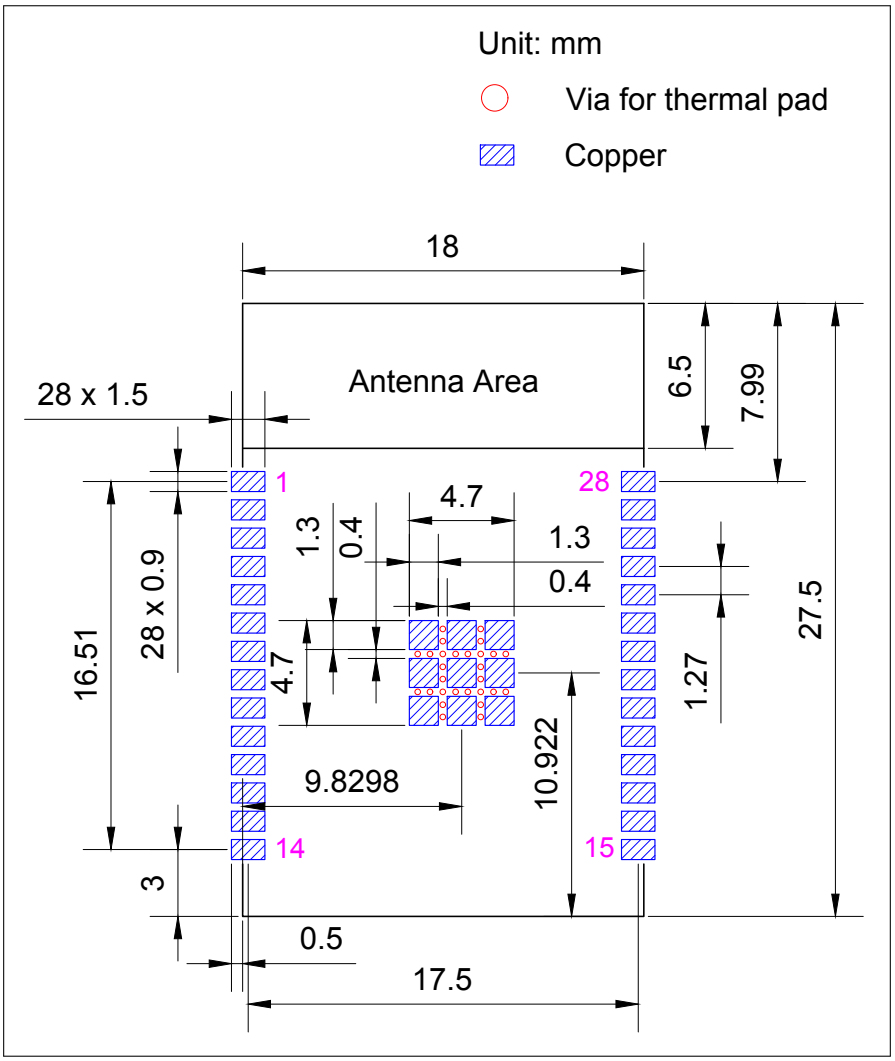
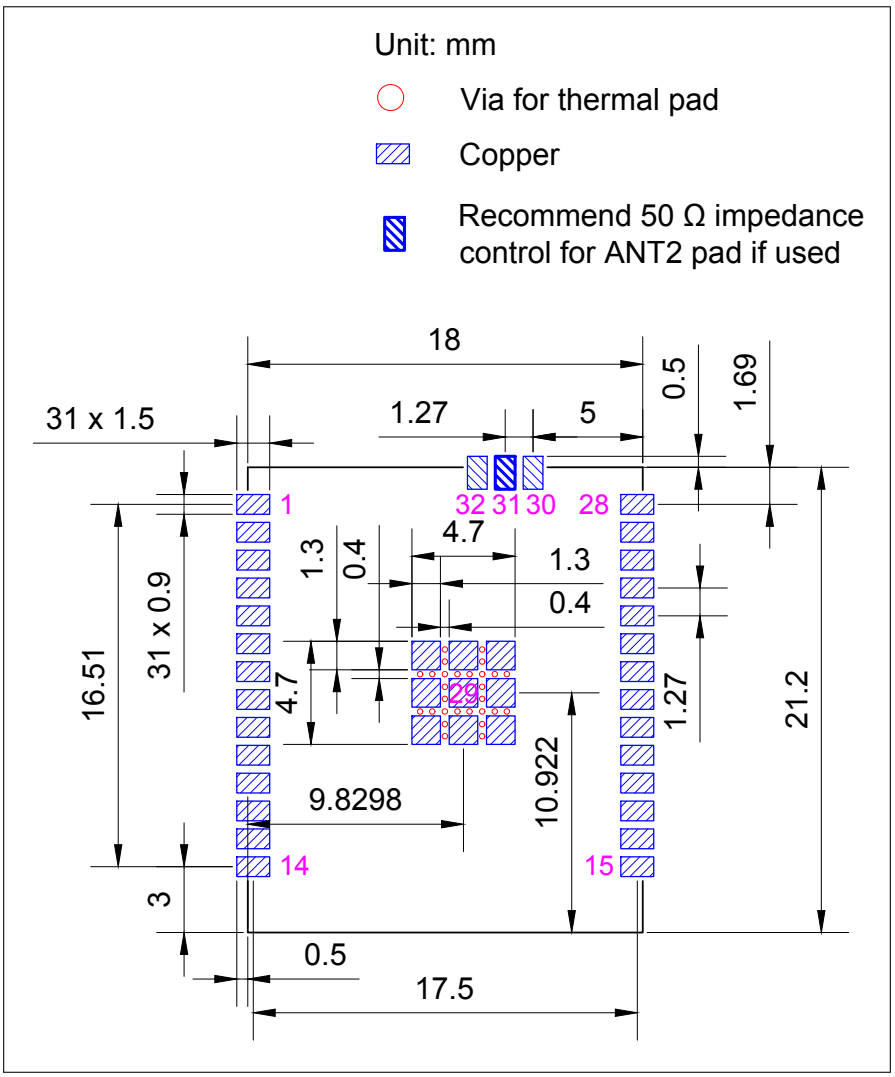

图 11-1. ESP32-C5-WROOM-1 推荐 PCB 封装图形
图 11-2. ESP32-C5-WROOM-1U 推荐 PCB 封装图形
- 推荐 PCB 封装图，标有 PCB 设计所需的全部尺寸。详见图 11-1 *ESP32-C5-WROOM-1 推荐 PCB 封装图形* 和图 11-2 *ESP32-C5-WROOM-1U 推荐 PCB 封装图形*。